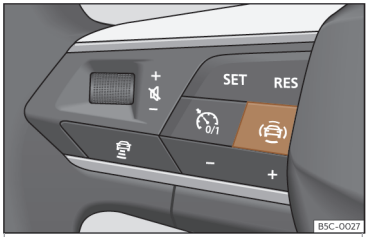

Fig. 58 Lado izquierdo del volante multifunción: tecla para los sistemas de asistencia al conductor (según versiones).
- Pulse el botón ››› **fig. 58** para abrir el menú **Asistentes**.